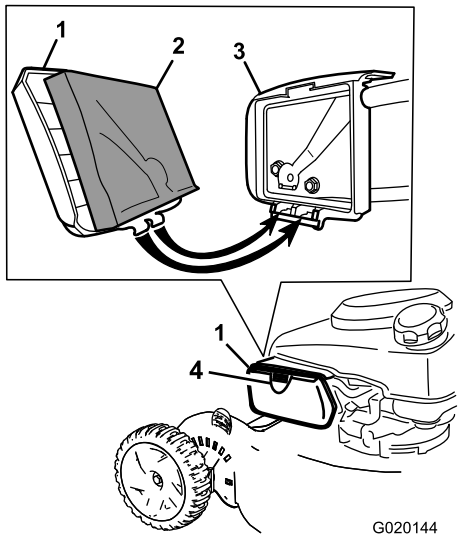

Figur 20
2. Trykk på knappen på luftrenserdekslet (Figur 20), og åpne dekslet.